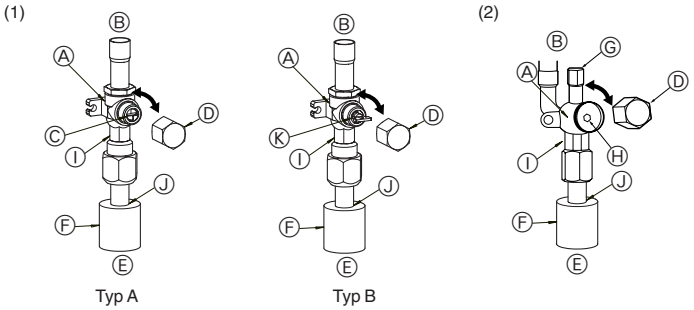

Fig. 4-5
(1) Gasseite von P100-P140 (Fig. 4-5)